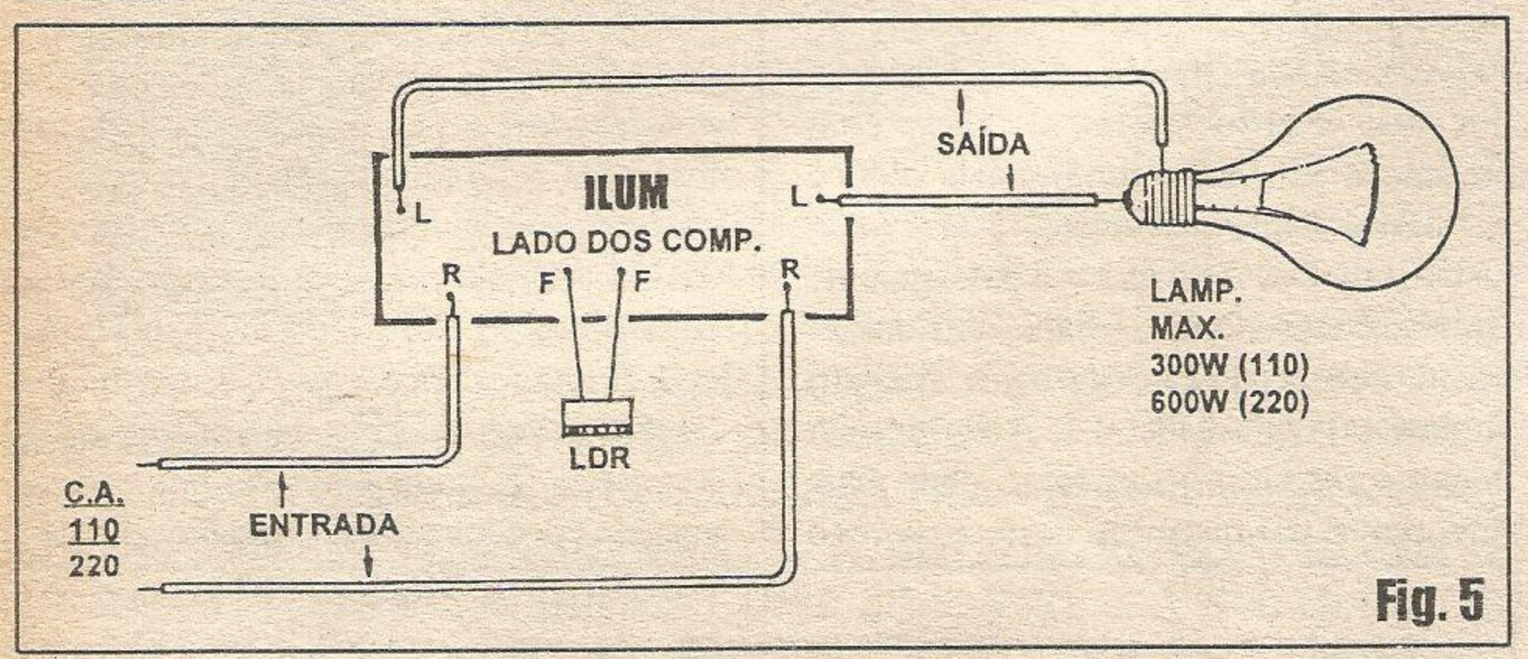

Fig. 5
**- FIG. 5 - CONEXÕES EXTERNAS À PLACA - DIAGRAMA GERAL DE INSTALAÇÃO ELÉTRICA -** O leitor/*aluno* deve lembrar que nos diagramas de conexões externas aos impressos, aqui nas *lições* do **ABCDE** (e também nas demais montagens mostradas em **APE**...), sempre mostramos a placa pela sua face *não cobreada*, porém com os componentes *já anteriormente inseridos* e soldados *sobre* ela momentaneamente *invisibilizados*, para não atrapalhar a visualização e o entendimento... No caso do **ILUM**, as ligações externas são poucas e simples, mas exigem alguns cuidados (pelos motivos já explicados vávrias vêzes, inerentes às altas potências envolvidas em alguns setores do circuito...). Assim, os pontos **L-L** levam aos terminais da lâmpada (eventualmente via soquete, conforme explicações logo adiante...) controlada, através de cabagem isolada de bom calibre (não usar fio muito fininho...). Da mesma forma, os pontos **R-R** da placa destinam-se às ligações de entrada de energia, *puxadas* da rede C.A. local, também através de cabos isolados relativamente grossos (no mesmo calibre que seria usado para uma ligação *direta* da lâmpada...). O LDR deve ter seus terminais ligados aos pontos **F-F**, sendo que tais conexões tanto podem ser feitas diretamente com as próprias *perninhas* do componente, quanto com a interveniência
Para tais casos (que abrangem - como o leitor/*aluno* esperto já deve ter percebido, múltiplas aplicações comerciais e até profissionais...), convém que o circuito com o LDR seja acondicionado numa caixinha retangular, contendo um furinho numa das laterais (para o LDR *ver* a condição de luminosidade externa...). O conjunto deve ser dotado de uma entrada de C.A. (eletricamente ligada aos pontos **R-R** da placa) e uma saída para as lâmpadas (ligada aos pontos **L-L** do impresso, tudo *nos conformes* da **FIG. 5**). Na instalação física da *coisa*, o **ILUM** deverá ser posicionado próximo a uma janela (que não tenha vedação opaca...), com o LDR *olhando o céu* ou a área externa como um todo, de modo a poder *sentir* corretamente a transição de dia para noite e vice-versa... A calibração, em qualquer caso, é feita conforme já descrito para o **ILUM** *compacto*...